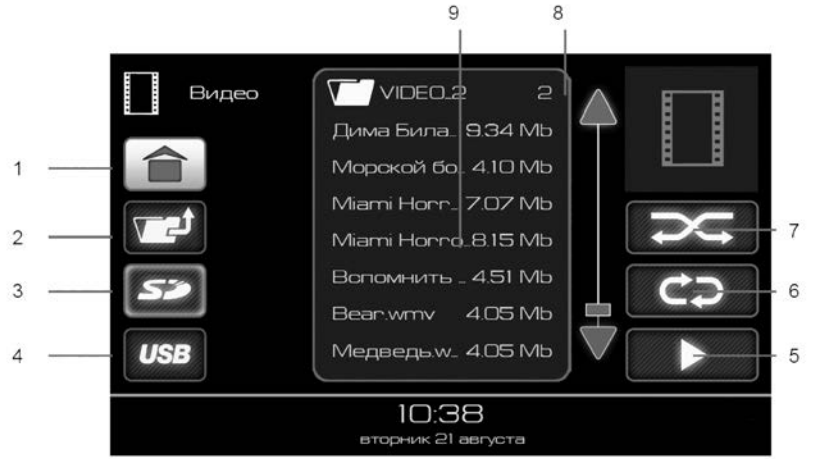
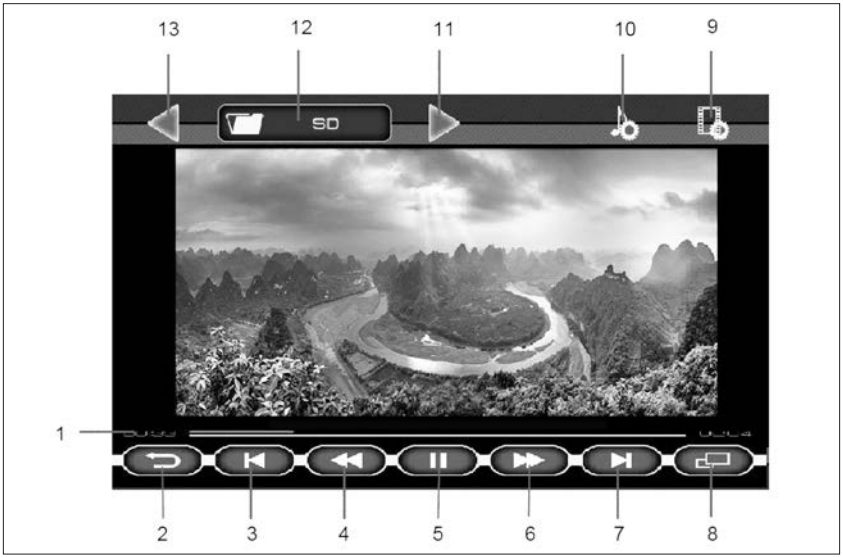

Рис. 58. Окно режима «ВИДЕО»
Рис. 59. Окно проигрывания видеофайлов
Примечание. При нахождении режима **«Видео»** в состоянии пауза (индикатор 5, рис. 59), повторный вход переведет ММС в режим проигрывания видеофайла.
Доступные для воспроизведения видеофайлы и папки отображаются в списке (9). Двойное нажатие на изображении папки отобразит список видеофайлов в этой папке. Для выхода из папки нужно нажать кнопку **2** (рис. 58).
– двойное нажатие на выбранный файл позволяет воспроизвести именно его, при этом доступна кнопка включения режима повторного воспроизведения (кнопка **6**, рис. 58).
– нажатие на кнопку воспроизведения файлов (кнопка **6**, рис. 58) позволяет воспроизвести все видеофайлы, находящиеся в списке (9).
– выбор папки одиночным нажатием на изображении папки , в списке (9) (рис. 58), а затем нажатие кнопки воспроизведения файлов (кнопка **5**, рис. 58) позволяет воспроизвести все видеофайлы, находя-
Для включения полноэкранного режима воспроизведения нажать кнопку **8** (рис. 59) или на изображение.
Если при воспроизведении видеофайла нажать на кнопку «II» (5) (рис. 59), а затем нажать на кнопку возврата (кнопка **2**, рис. 58), то произойдет переход в главное меню, и в кнопке **8 «Видео»** (рис. 53) появляется индикатор паузы. Этот режим позволяет вернуться к воспроизведению видеофайла с того места, где была поставлена пауза.
Доступные для просмотра файлы и папки отображаются в списке (9), (рис. 58). Для отображения списка файлов внутри папки нужно нажать на изображение папки в списке (9). Для выхода из папки нужно нажать кнопку **2**.
Нажмите на изображение файла в списке и кнопку **5** (рис. 58) либо дважды нажмите на выбранный файл для запуска просмотра файлов, начиная с выделенного в списке курсором. Для организации слайд-шоу должен быть включен режим повторного воспроизведения. ММС перейдет в окно проигрывания файлов изображения.